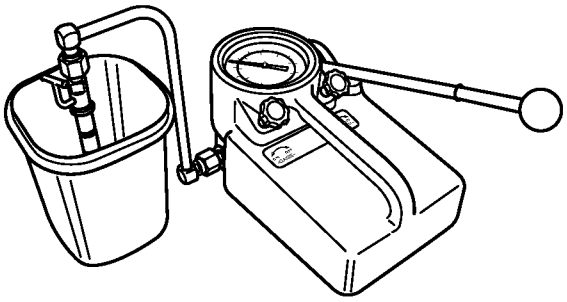

Figure 7-52
4. Pump the operating lever of the tester slowly, observing the pressure reading at the point where the fuel injector begins spraying fuel **(Figure 7-52)**.